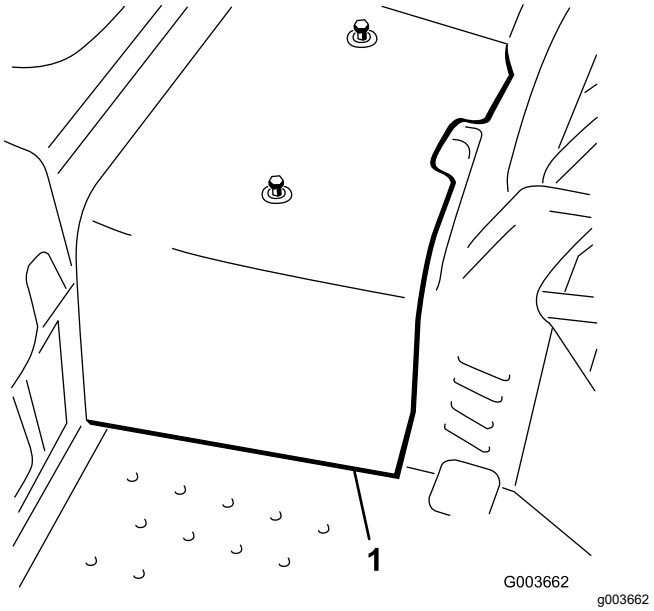

Figur 3
8. Kobl den midterste afskærmning fra stellet, og afmonter den (Figur 3).